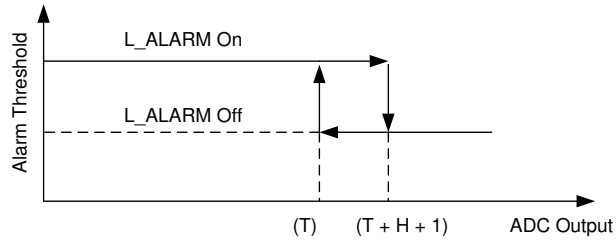

図 7-22. Low ALARM Hysteresis
Similarly, the input low alarm is triggered when the digital output falls below the low alarm lower limit [low alarm threshold (T)]. The alarm resets when the digital output is greater than or equal to the low alarm higher limit [low alarm (T) + H + 1]. This function is shown in 図 7-22.